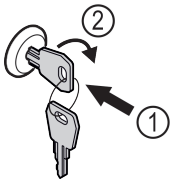

Fig. 142 Примерное изображение
▶ Вставьте ключ *Fig. 142 (1)*.
▶ Поверните ключ на 90° по часовой стрелке *Fig. 142 (2)*.